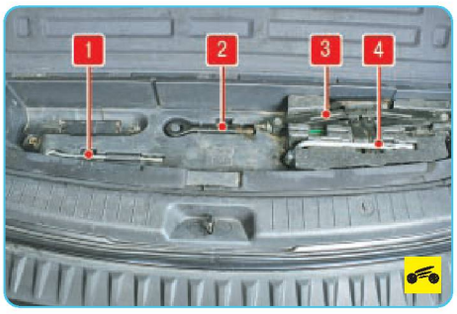

Рис. 2.1. Набор инструментов, приложенный к автомобилю: 1 – вороток; 2 – буксирная проушина; 3 – домкрат; 4 – ключ для гаек колес
4. Поднимите крышку ниши для инструментов, потянув за ручку. Под крышкой расположен набор инструментов (рис. 2.1).
2. Поднимите крышку ниши для инструментов, потянув за ручку. Под крышкой ниши расположен набор инструментов (см. рис. 2.1).